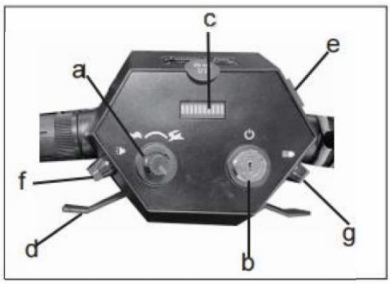

Fig .2
2.2 Bedienfeld (Abbildung 2)
4.2 Netzschalter (Abbildung 2)
4.3 Steuerhebel (Abbildung 2)
4.4 Geschwindigkeitseinstellknopf (Abbildung 2)